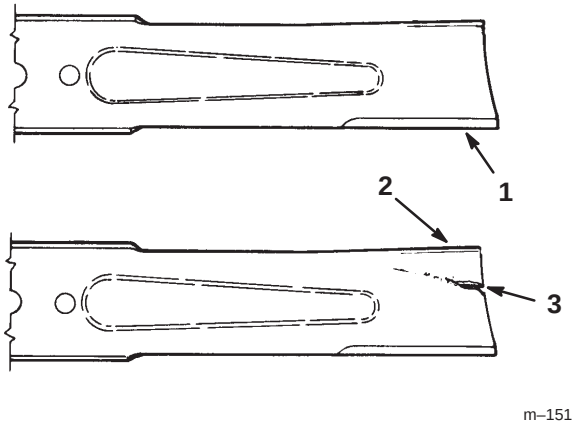

Figure 28
1. Inspect the cutting edges (Fig 28). If the edges are not sharp or have nicks, remove and sharpen the blades. Refer to Sharpening the Blades, page 29.
2. Inspect the blades, especially the curved area (Fig. 28). If you notice any damage, wear, or a slot forming in this area (item 3 in Fig. 28), immediately install a new blade.